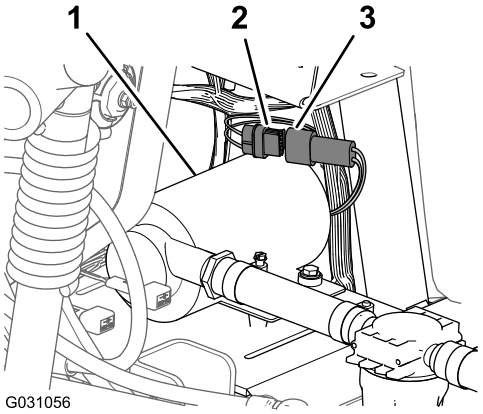

**Figur 186**
1. Tilslut konnektoren med 6 ben på skyllepumpens ledningsnet til konnektoren med 6 sokler på det bageste hovedledningsnet (Figur 186).